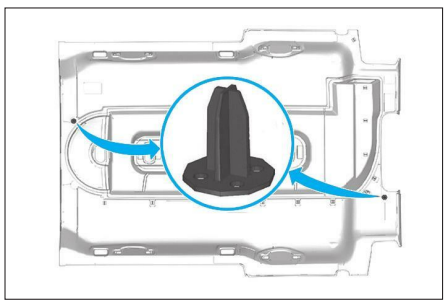

**Fig. 53**
• Positionner la garniture de pavillon arrière à l'aide des pions de centrage **(Fig.53)**.